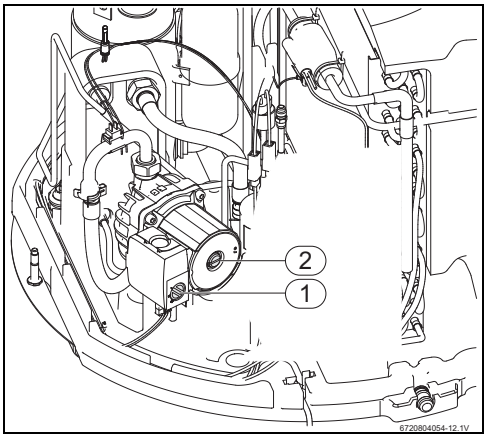

Fig. 12 Pompe de chauffage
- Régler le sélecteur de la pompe de chauffage (fig. 12, [1]) sur **« III »**.
- Ouvrir la vis de purge de la pompe de chauffage (fig. 12, [2]) jusqu'à ce que l'eau coule régulièrement et sans bulles d'air.